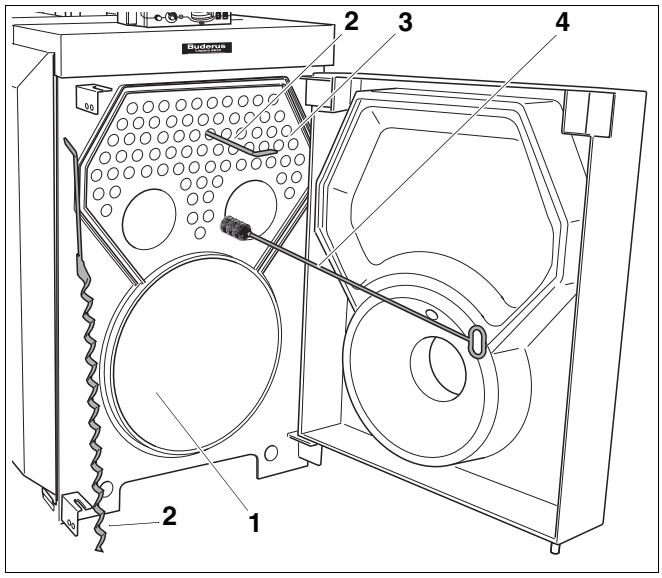
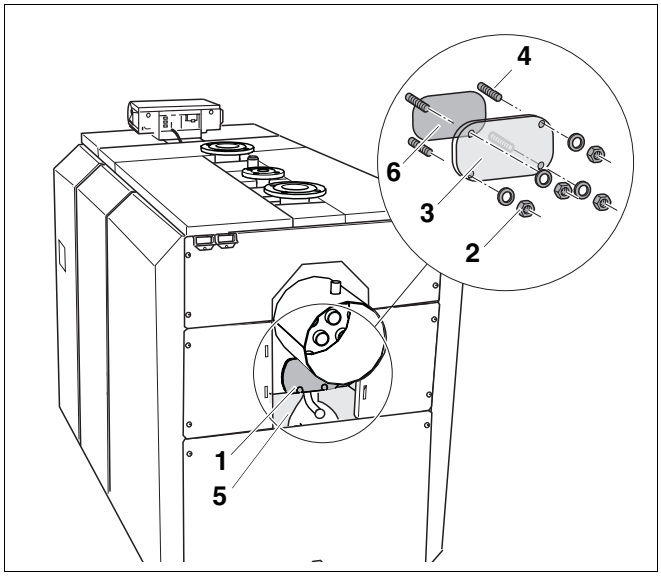

Rys. 51 Czyszczenie powierzchni grzewczych
Rys. 53 Zdjęcie pokrywy wyczystkowej
- Wyjąć turbulizatory (rys. 51, **poz. 2**) z płomieniówek (rys. 51, **poz. 3**).
- Wyczyścić turbulizatory (rys. 51, **poz. 2**).
Jeżeli część robocza szczotki do czyszczenia (rys. 51, **poz. 4**) nie zostanie w całości przepchana przez płomieniówkę, szczotka będzie stawiała duży opór przy wyciąganiu.
- Wyczyścić powierzchnie grzewcze komory spalania (rys. 51, **poz. 1**) i płomieniówek (rys. 51, **poz. 3**) przy pomocy szczotki do czyszczenia (rys. 51, **poz. 4**).
- Odsunąć izolację cieplną kolektora spalin (rys. 53, **poz. 5**) nieznacznie na bok, aby odsłonić pokrywę wyczystkową.
- Odkręcić nakrętki i wyjąć podkładki pokrywy wyczystkowej (rys. 53, **poz. 2**).
- Zdjąć pokrywę wyczystkową kolektora spalin (rys. 53, **poz. 3**).
- Usunąć luźne osady po spalaniu z komory spalania (rys. 51, strona 55), kanałów przepływu spalin i kolektora spalin (rys. 53, **poz. 1**).